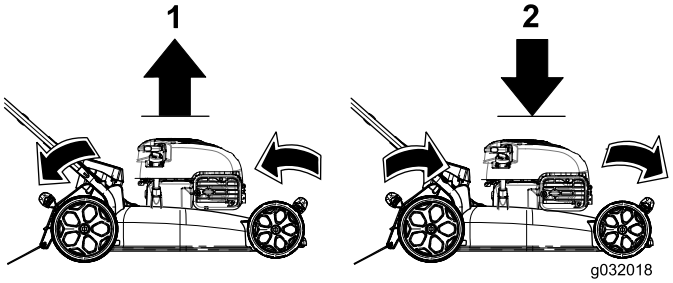

**Figur 13**
**Obs:** För klipphöjdsreglagen enligt anvisningarna i Figur 13 för att höja eller sänka maskinen.